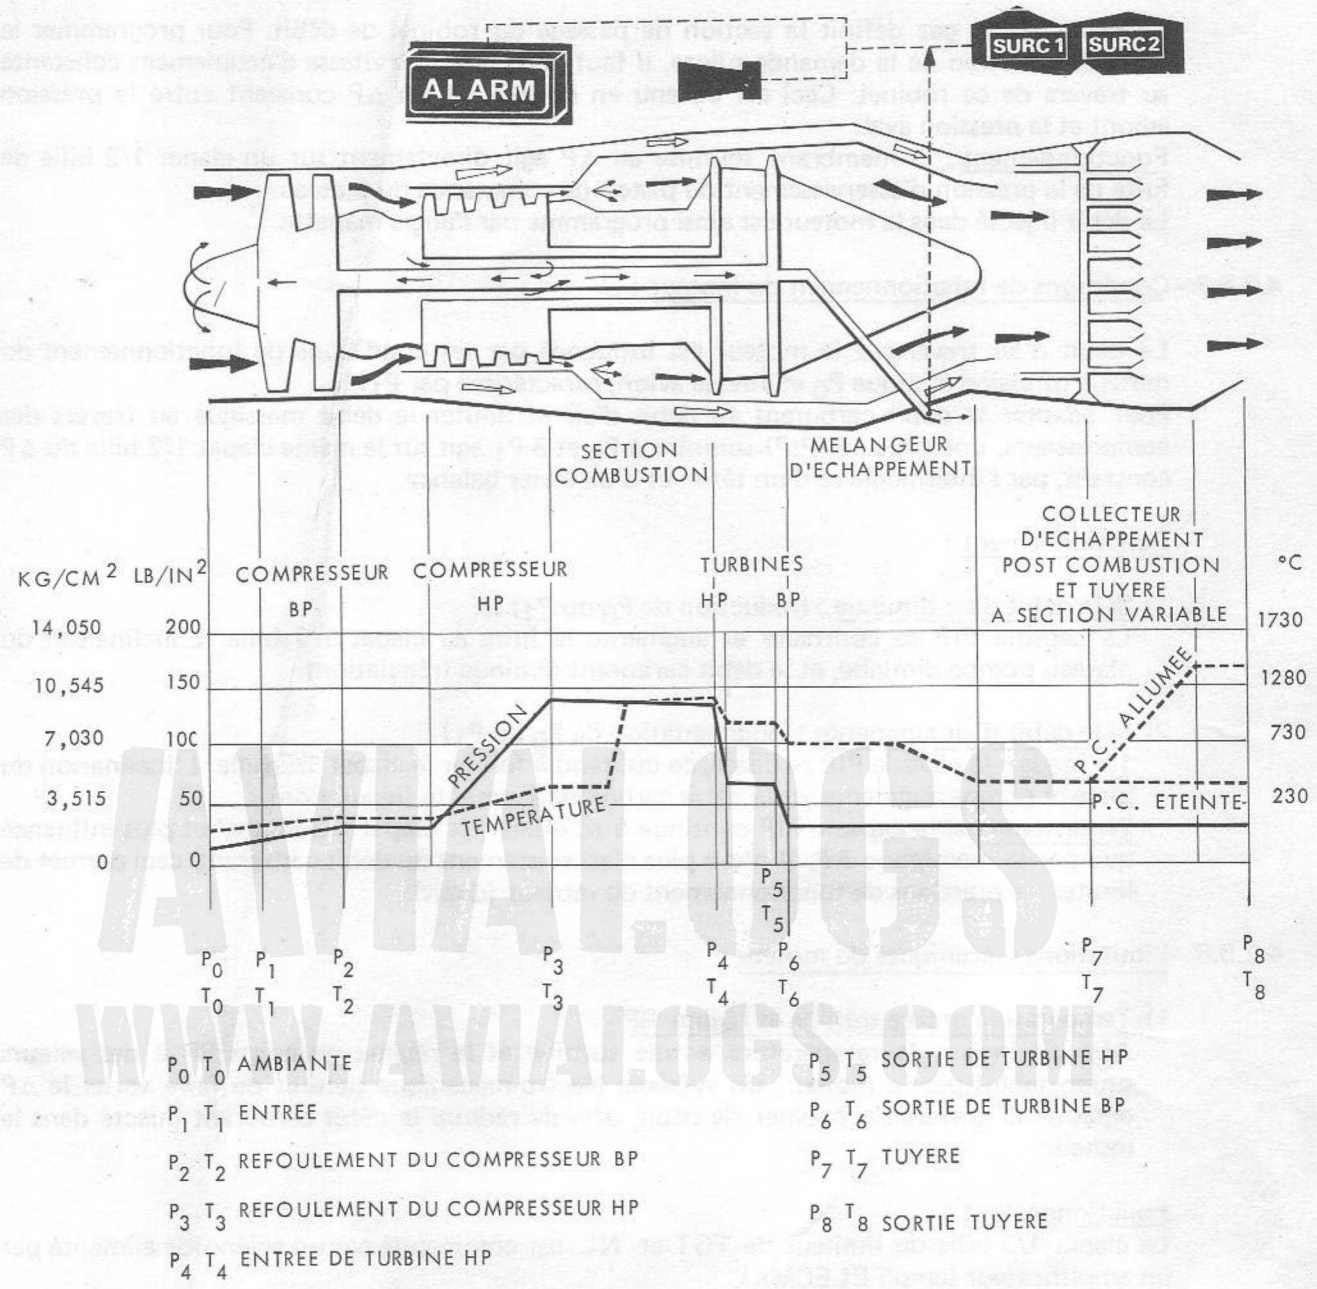

FIGURE 4 - ECOULEMENT DE L'AIR ET DIAGRAMME DE TEMPERATURE
4.2.4.1 - Ecoulement de l'air (Fig. 4)